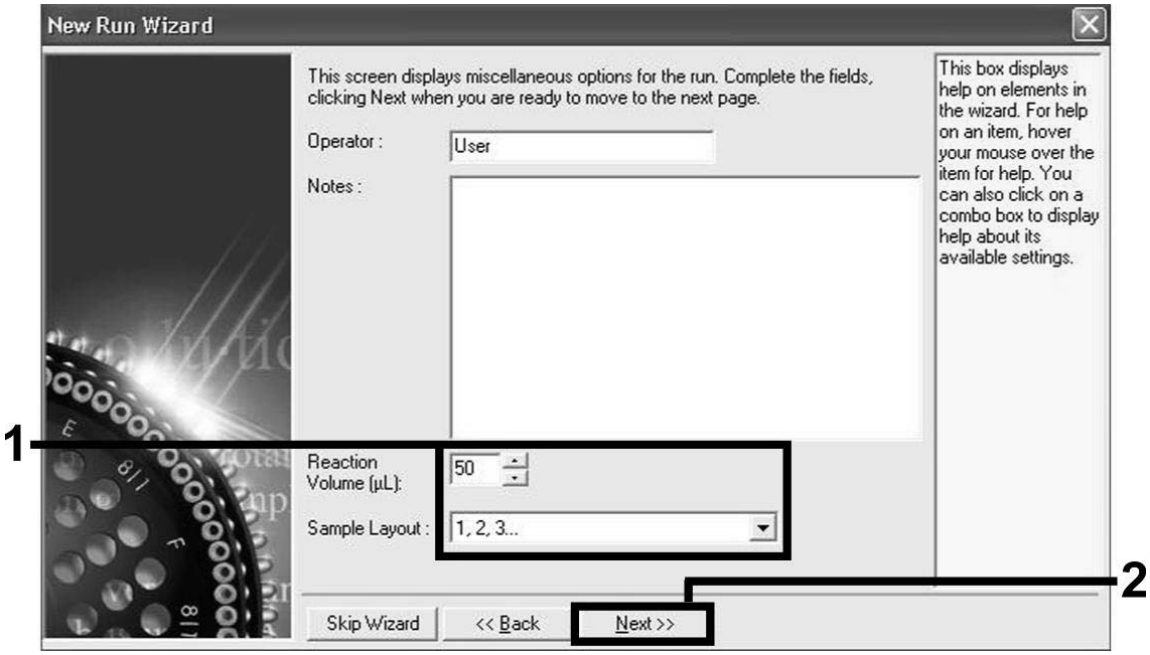

Figure 5. Setting the general assay parameters.
7. **Select 50 for the PCR reaction volume and click "Next" (Figure 5).**